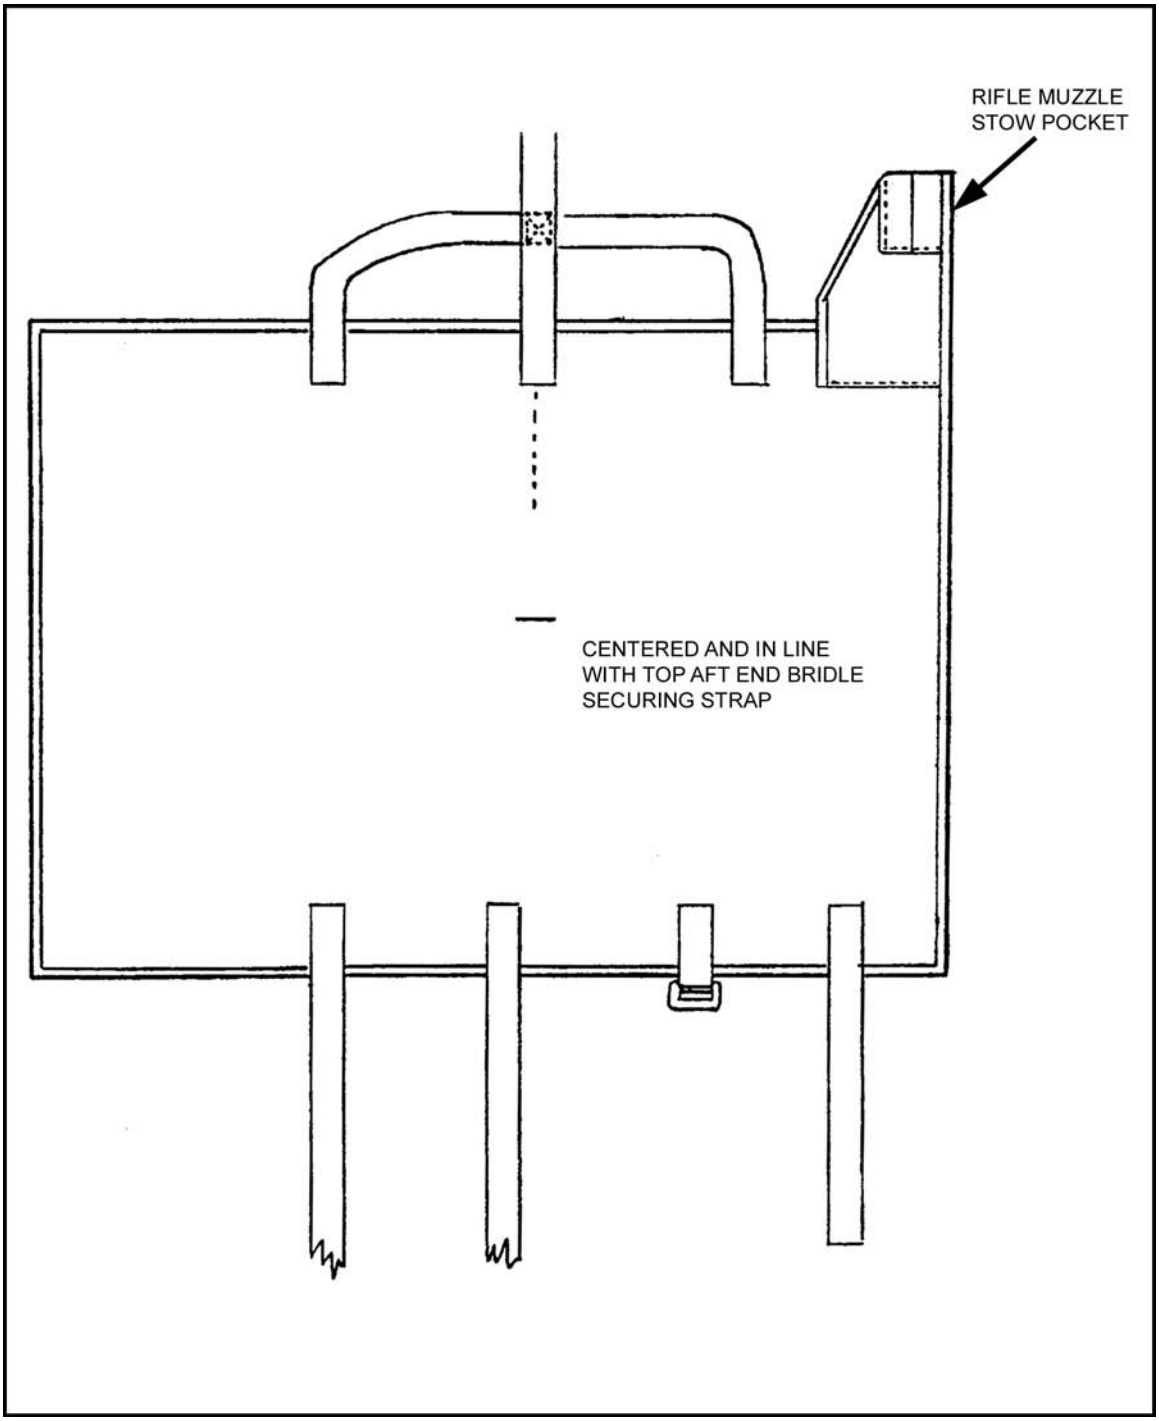

Figure 12-61. Marking the center of the DMJP.
a. Lay the DMJP for modification flat, felt side up. Using a suitable marker, make a mark at the center of the pack and in line with the aft end bridle securing strap at the top of the DMJP (Figure 12-61).